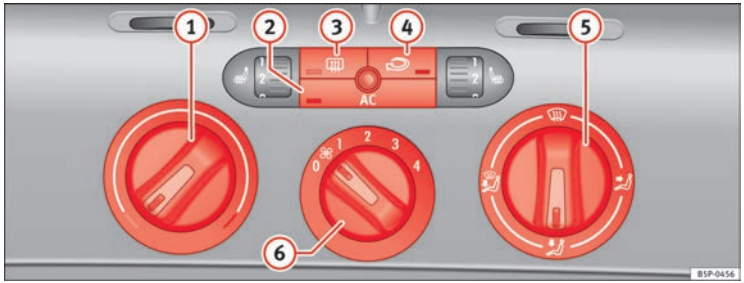

Fig. 125 On the dash panel: Climatic controls
– Use the knobs ⇒ Fig. 125 (1) and (5) and control (6) to set the temperature, air distribution and blower speed.
– To switch a function on or off, press the appropriate button (2), (3) or (4). When the function is activated, the display window in the lower corner of the button is lit.
(1) Temperature selector ⇒ page 160
(2) AC button – Heating, ventilation and air-conditioning system on/off ⇒ page 160
(3) button – Heated rear window The heating will be switched off automatically approximately *20 minutes* after switching on. It can also be switched off beforehand by pushing the button.
(4) Button – Air recirculation mode ⇒ page 161
(5) Air distribution control ⇒ page 160
(6) Blower switch. There are four speed settings for the air flow. The air flow should always be set at the lowest speed when driving slowly.
– Switch on the air conditioner using the button ⇒ Fig. 125 AC.